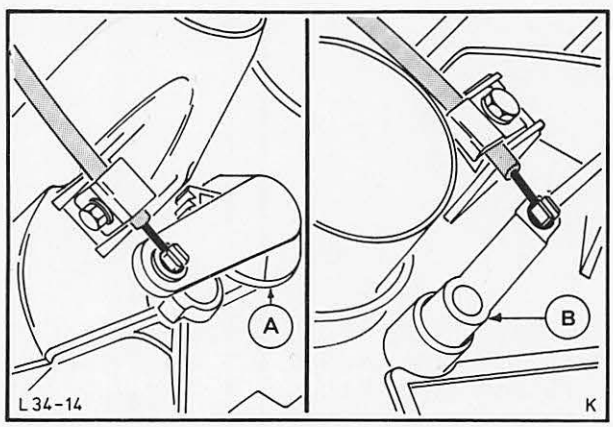

Abb. 20 Bowdenzüge an Heizungsgehäuse montieren
8. Bowdenzüge an Heizungsgehäuse montieren und wie in Arbeitsposition 34 313 beschrieben, einstellen, Abb. 20.